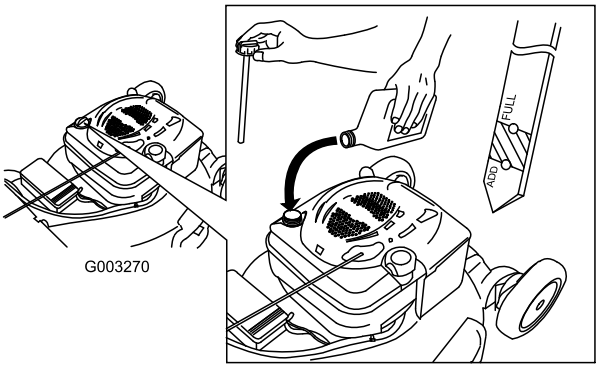

Figura 36
12. Retire la varilla y observe el nivel de aceite; consulte Figura 36.